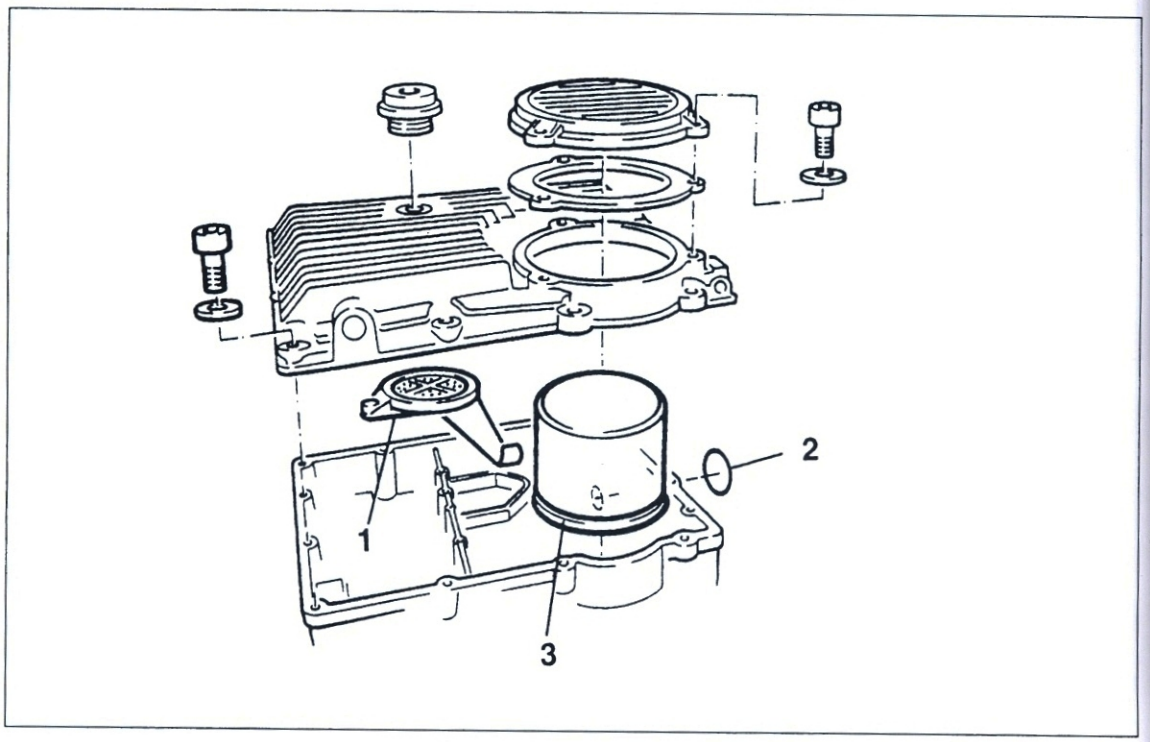

Bild 195
● Ölsieb ① Bild 195 mit O-Ring ② (leicht geölt) einbauen.